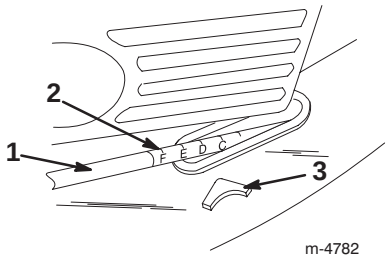

Bild 15
5. Heben Sie den Griff an oder drücken ihn nach unten. Verwenden Sie dabei den Zeiger und die Schnitthöheneinstellung am Verbindungsgestänge, um den Rasenmäher auf die korrekte Schnitthöhe einzustellen (Bild 15).